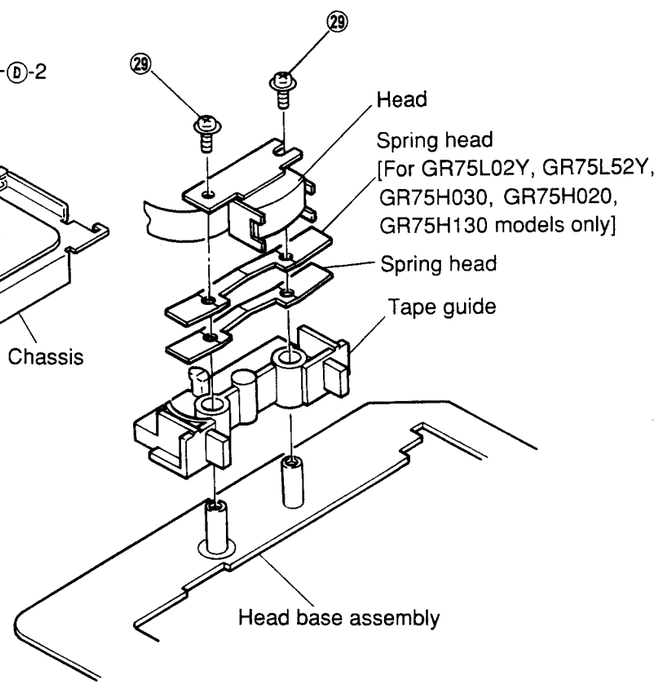

Figure 21
(1) After removing the pinch roller spring, remove two screws ㉙ as shown in Figure 21.